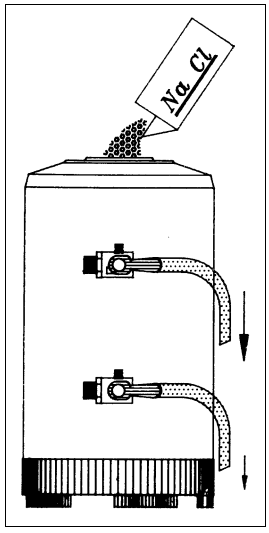

Рис.2
1. **См.рис.2.** Поверните краны C и D вправо.